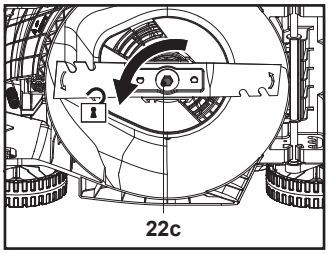

**Fig. 19**
1. Păstrează partea de dedesubt și cuțitul (22) curate și fără reziduuri. Îndepărtează resturile vegetale din jgheabul de evacuare spate (21).
3. Păstrează cuțitul (22) ascuțit pentru o bună performanță de tăiere. Înlocuiește cuțitul uzat sau deteriorat cu unul nou de același tip sau apelează la un specialist calificat pentru a-l ascuți.
4. Slăbește șurubul de montare (22c) în sens antiorar utilizând o cheie electrică de impact adecvată (dimensiune: 13 mm) (fig. 19) și scoate-l împreună cu șaiba plată (22b) și cuțitul (22).